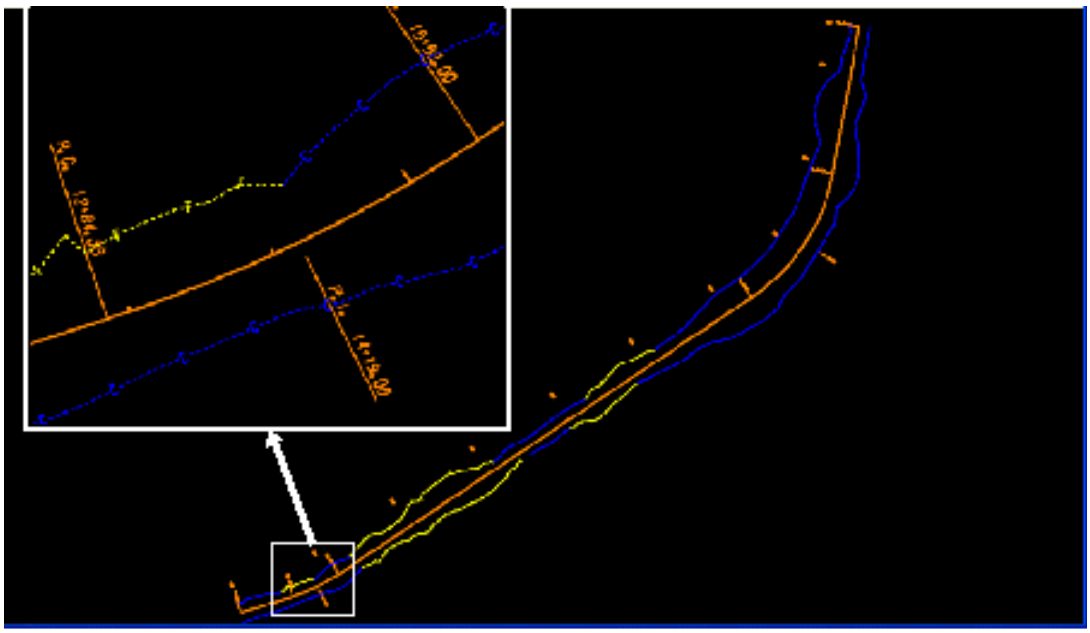

Figure L10-13 MicroStation View Window
27.	**Enter the Logical Name in the Reference Attachment Settings dialog.** • In the **Logical Name:** field -- enter the name: ***LIMT*** • Accept the rest of the Default Settings and click **OK**. • The **1234567LIMT.dgn** Reference File is attached. • **Close** the **References** Window by clicking the Red (X) in the upper right corner of the dialog box. • In MicroStation, click the **Fit View** icon ( ) and the Reference Files (**1234567MAIN.dgn**) and (**1234567LIMT.dgn**) will view as shown in *Figure L10-13*.